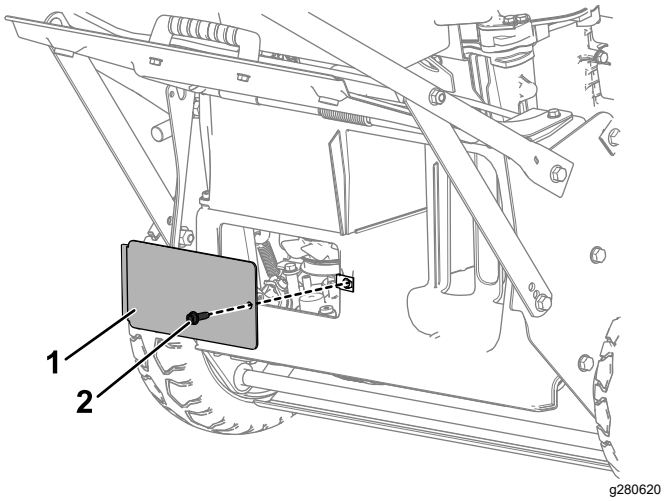

**Figure 47**
8. Déposez la plaque qui ferme l'ouverture arrière, située sous le déflecteur d'éjection arrière, en retirant le boulon qui la maintient en place (Figure 47).